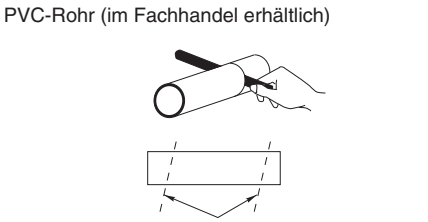

Abb. 3-8
(5) Die Dicke der Wand von der Innen- zur Außenkante messen, und das PVC-Rohr leicht angeschrägt 6 mm kürzer als die Wanddicke zuschneiden. (Abb. 3-8)